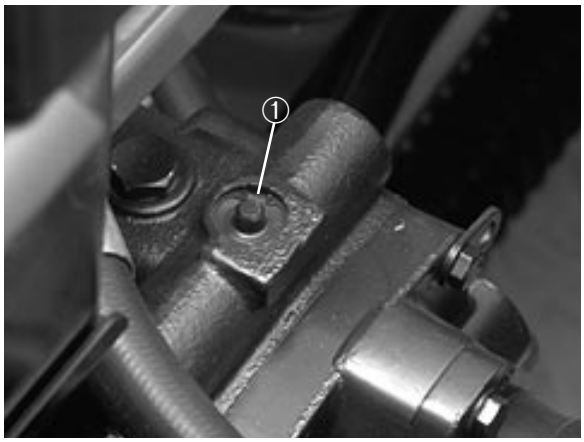

Bild 18
1. Das Bypaßventil befindet sich an der Oberseite der Hydraulikpumpe (Bild 18). Das Ventil um 90° nach links oder rechts drehen, um es zu öffnen und ein internes Umleiten des Öls zu ermöglichen. Da das Öl umgeleitet wird, läßt sich die Maschine—langsam—bewegen, ohne dem Getriebe Schaden zuzufügen.